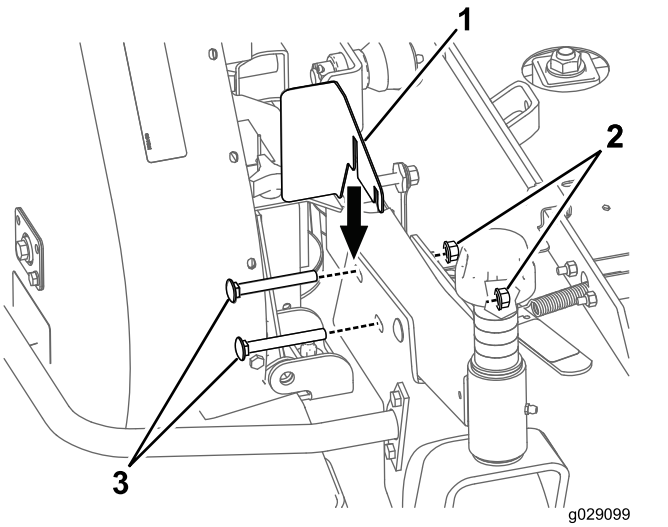

Figure 26
2. Install the pulley guard onto the machine (Figure 26).